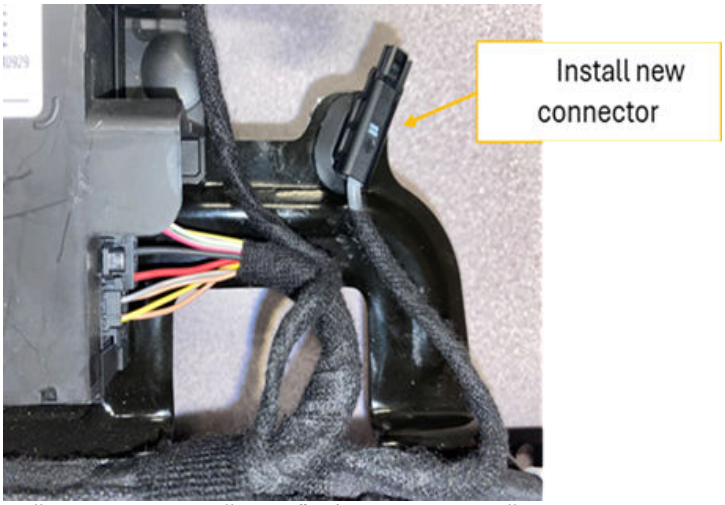

Рис. 11. Новый промежуточный разъём (в оригинальной подписи опечатка «Incline»)
23. Установить НОВЫЙ чёрный промежуточный разъём в кронштейн (рис. 11).